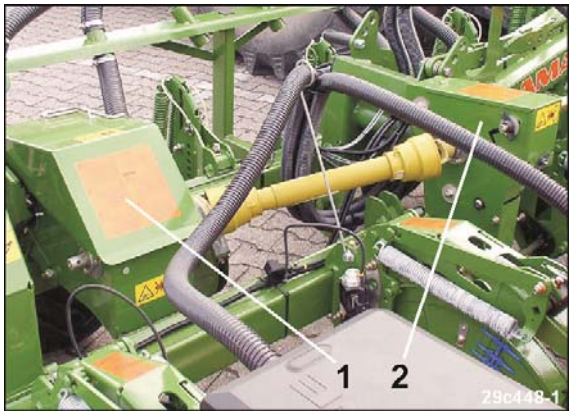

Fig. 38
- im Verstellgetriebe (Fig. 38/1) in 18 Stufen
- im Sekundärgetriebe (Fig. 38/2) in 3 Stufen.